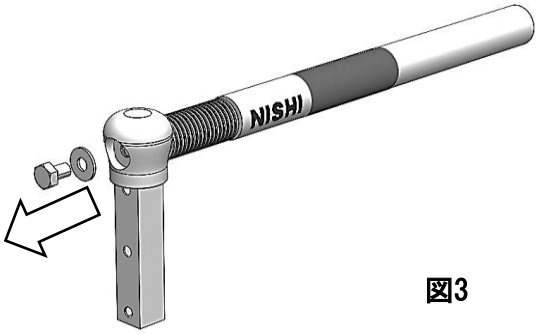

図3
③ ボルトとワッシャーを外し、バーを支柱から抜いてください（図3･4）。